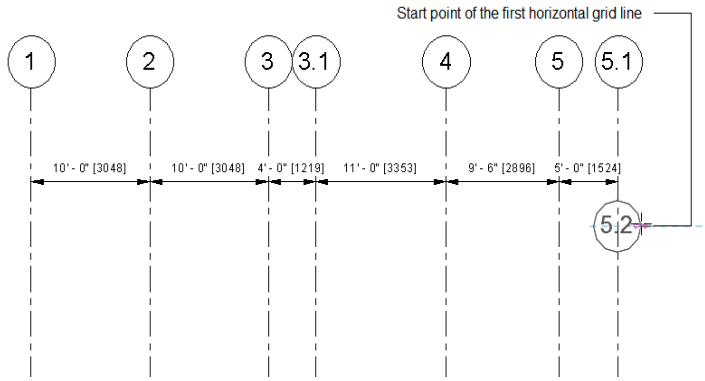

Figure 3-51 *The location of the start point of the first horizontal grid line*
17. Next, move the cursor toward the top right of the vertical grid line marked **5.1** and click at the location shown in Figure 3-51.